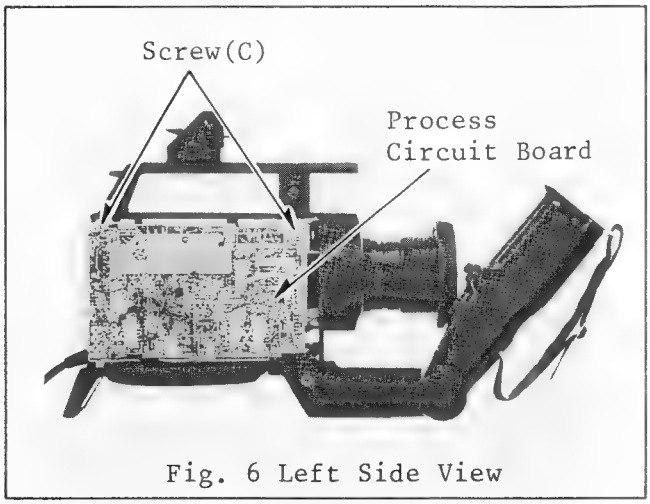

Fig. 6 Left Side View
Unscrew 2 screws (C) securing the circuit board to the chassis (see Fig. 6).